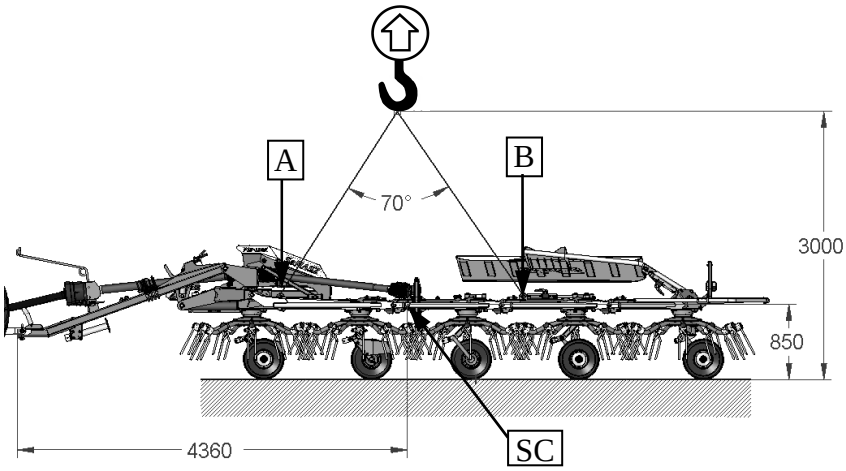

Rys. 5. Miejsca chwytania przetrząsacza (A,B), położenie środka ciężkości (SC)
- do podnoszenia maszyny używać pasów transportowych mocowanych za ucha transportowe (**A, B**) (**Rys. 5**),
- podczas mocowania zawiesi, łańcuchów, uchwytów itp. należy zawsze pamiętać o środku ciężkości maszyny (**SC**, **Rys. 5**),